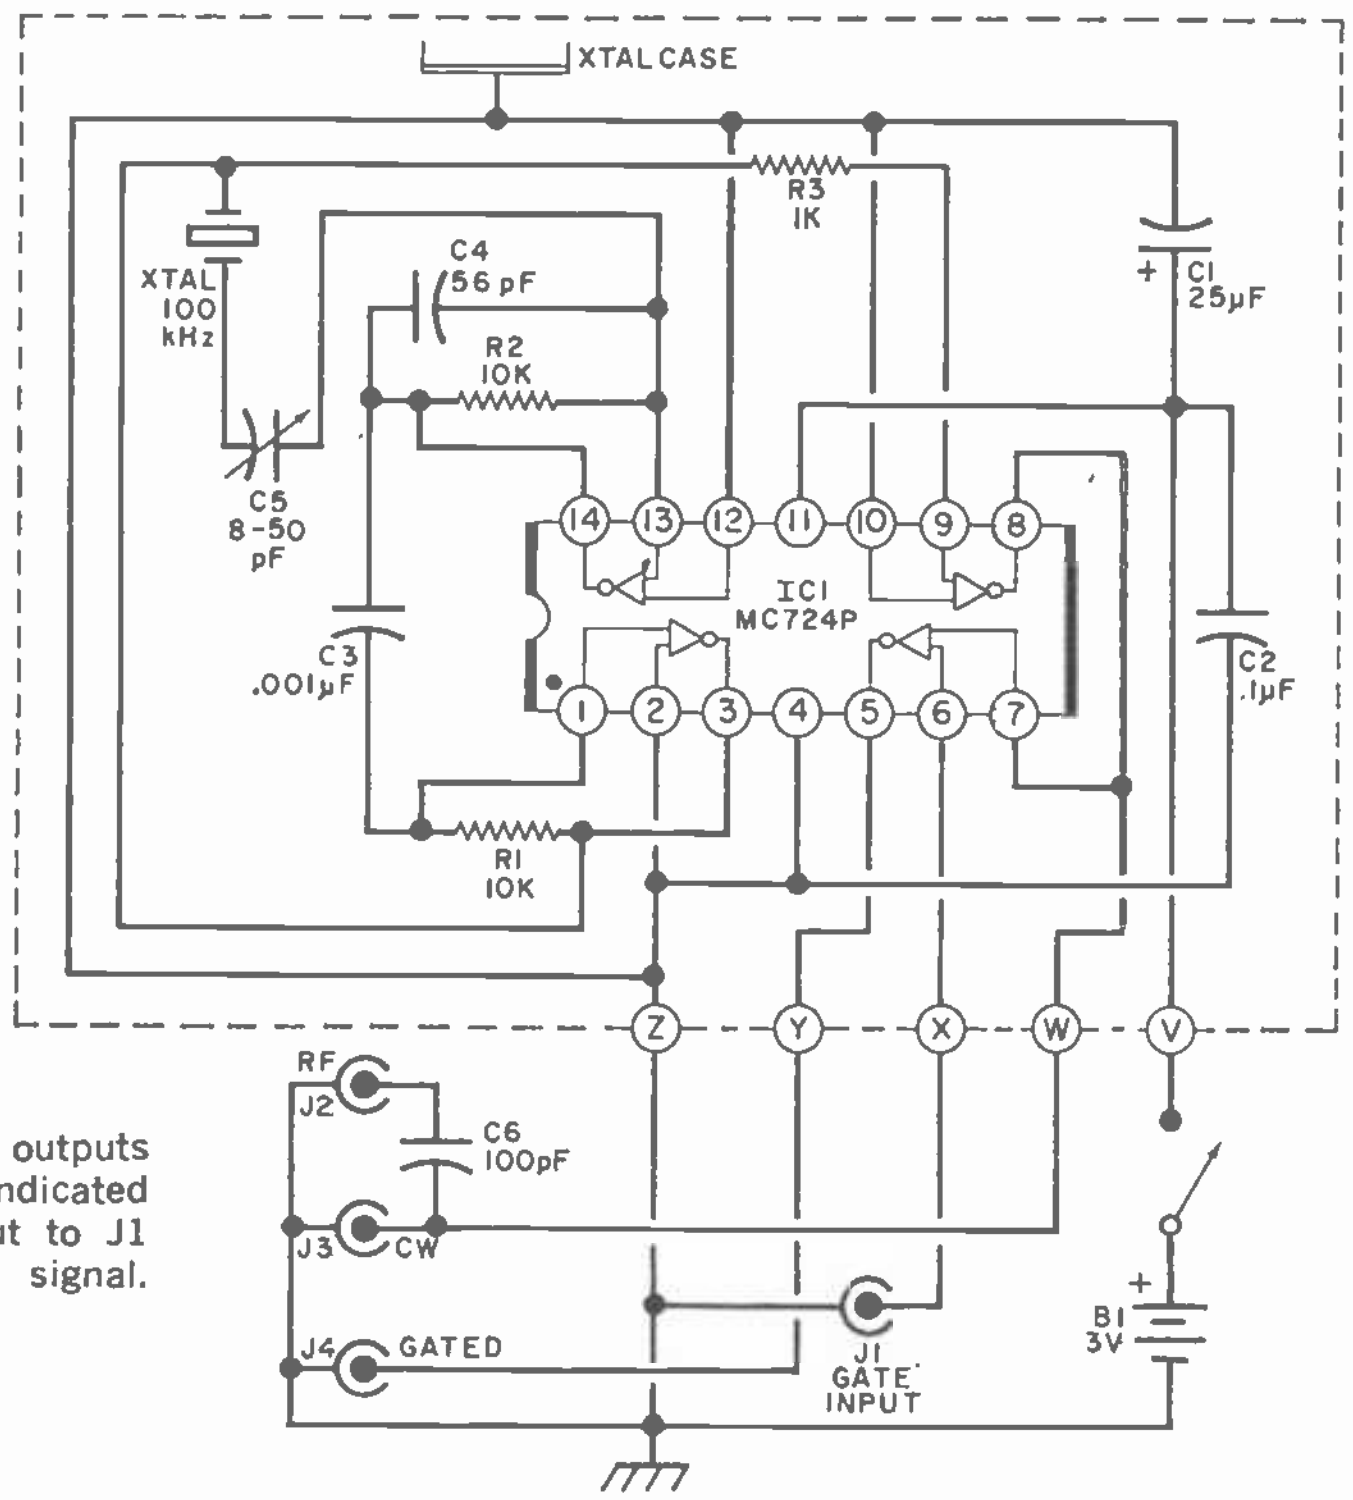

Fig. 1. Separate outputs are available, indicated near J2-J4. Input to J1 removes output signal.
**About the Circuit.** The 100-kHz standard employs a crystal and a single integrated circuit (*XTAL* and *IC1* in Fig. 1) in a very simple circuit. Three outputs are provided: CW (*J3*) for 100-kHz square waves all of the time; RF (*J2*) for wide-spectrum narrow (10-$\mu$sec) period spikes for receiver calibra-